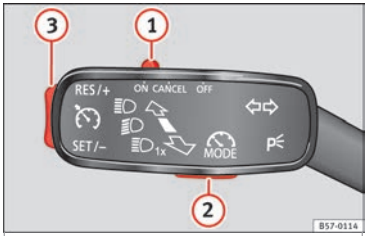

Fig. 175 On the left of the steering column: control and buttons to operate the speed limiter.
If you wish to temporarily switch off the speed limiter, e.g. to overtake, move control ››› Fig. 175 (1) of the turn signal lever into position **CANCEL** or the third lever into pressure point **CANCEL** or press button (2) on any lever.